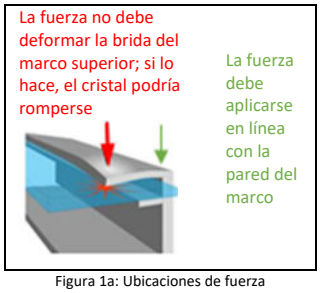

Figura 1a: Ubicaciones de fuerza de abrazaderas
1) **Abrazaderas o clips de presión:** Monte el módulo con los clips sujetos a los lados más largos del marco del módulo, Consulte los intervalos permitidos en la Sección 5,0 (Apéndice), Los instaladores deben asegurarse de que las abrazaderas tengan la resistencia suficiente para permitir la máxima presión de diseño del módulo, Maxeon Solar Technologies no proporciona clips ni abrazaderas, Las abrazaderas que se fijan a la parte superior del marco no deben deformar la brida superior, Las abrazaderas deben aplicar fuerza colineal con la "pared" del marco del módulo y no solo a la brida superior, Las abrazaderas no deberán ejercer una fuerza excesiva sobre el marco, deformar la brida superior ni entrar en contacto con el cristal; estas prácticas anularán la garantía del módulo y supondrán un riesgo de rotura del cristal y el marco, La Figura 1a ilustra las ubicaciones para la fuerza de sujeción del marco superior, Evite sujetar con abrazaderas a una distancia de menos de 50 mm de las esquinas del módulo para reducir el riesgo de desviación de la esquina del marco y de rotura del cristal, Al sujetar con abrazaderas al marco del módulo, el par nunca debería superar los 15 Nm a fin de reducir las posibilidades de deformación del marco, Debe utilizarse una llave dinamométrica calibrada, Los sistemas de montaje deben evaluarse para determinar su compatibilidad antes de la instalación, especialmente cuando el sistema no utiliza abrazaderas ni clips, Contacte con Maxeon Solar Technologies para que aprobemos el uso de abrazaderas o clips de presión no estándar allí donde los valores de par sean superiores a los indicados,